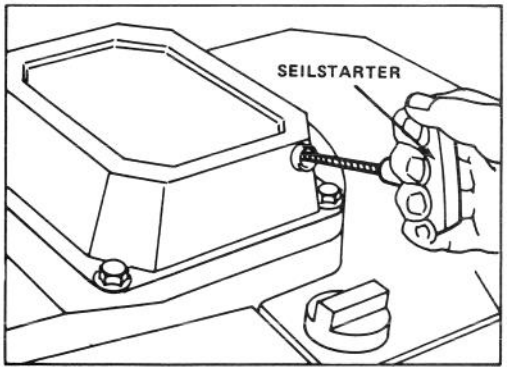

Bild 10
3. SEILSTARTER – Gashebel auf Choke stellen. Den Seilstarter (Bild 10) ziehen und Gashebel bei Motoranlauf wunschjemäß einstellen.
HINWEIS: 1st die Batterie entladen, kann der Motor mit dem Seilstarter gestartet werden (Bild 10).